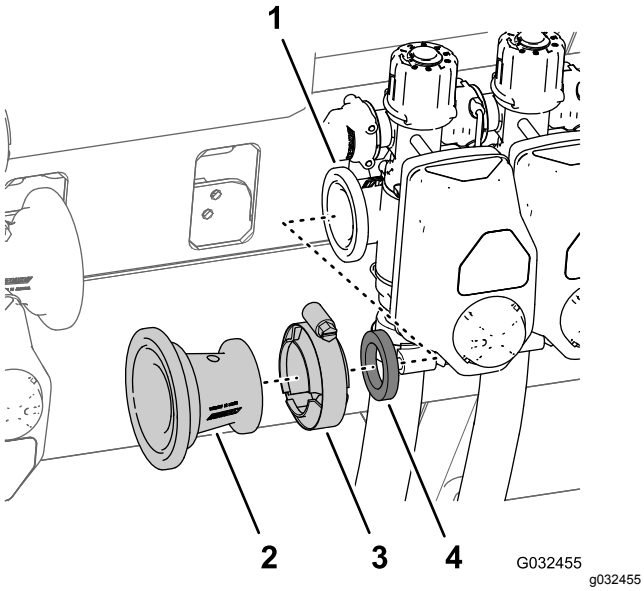

Figuur 46
4. Verwijder de flensklem van 76 mm waarmee het verloopstuk en de pakking (2-1/4") bevestigd zijn aan de flens van de klep van de linker spuitboom, en verwijder de adapter, klem en pakking van de machine (Figuur 46).